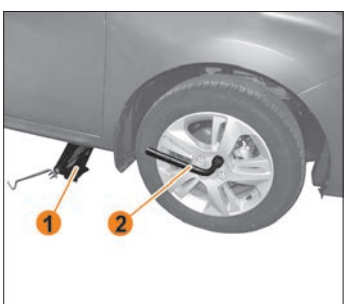

Рис. 9.5.1. Снятие колеса
- Ослабьте затяжку болтов крепления колеса колесным ключом **2** (рис. 9.5.1). Расположите его таким образом, чтобы можно было надавить сверху.